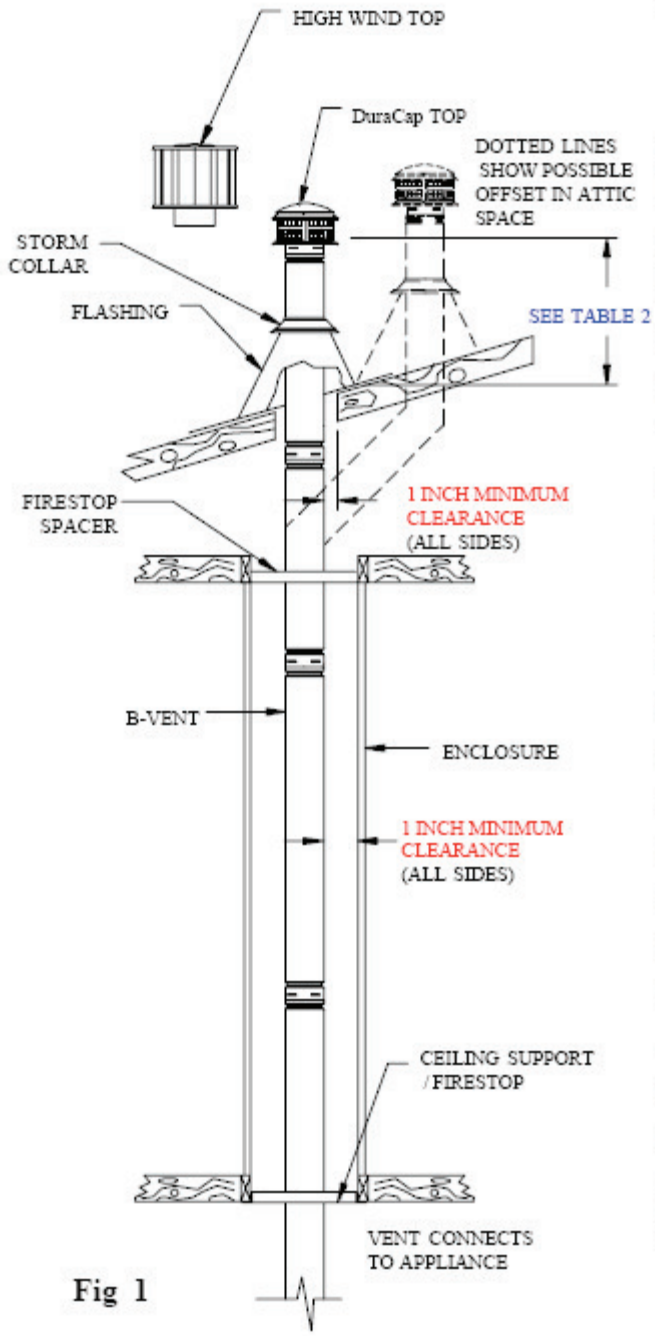
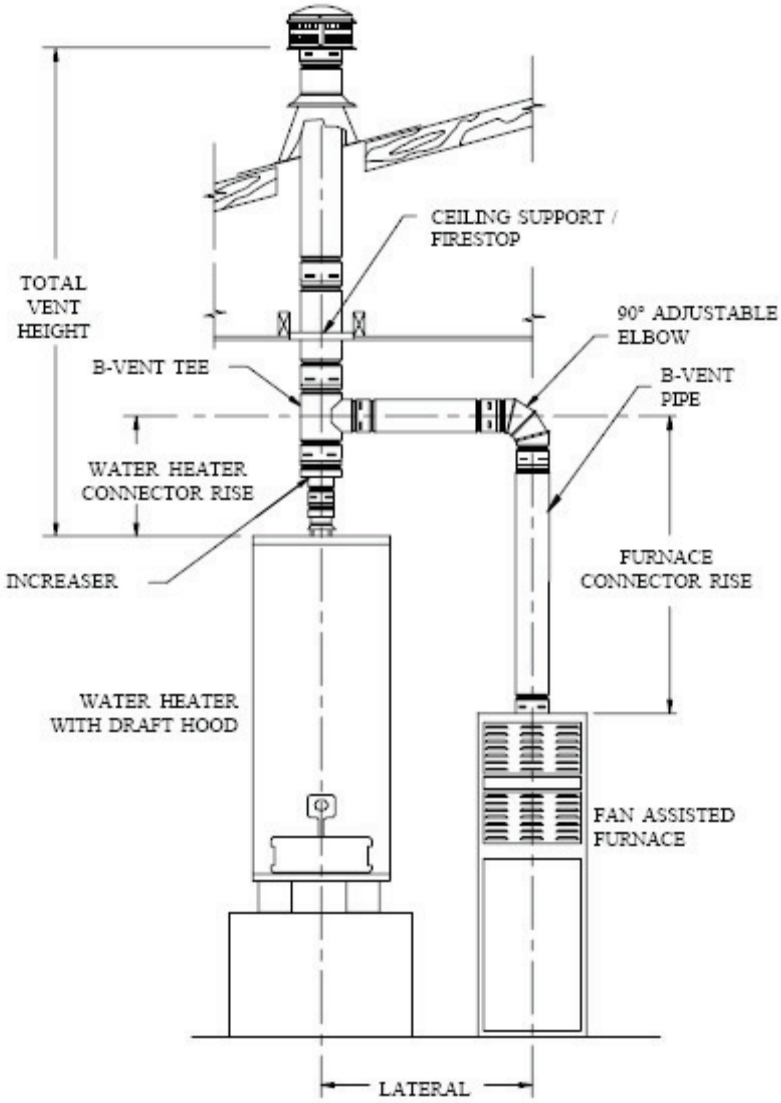
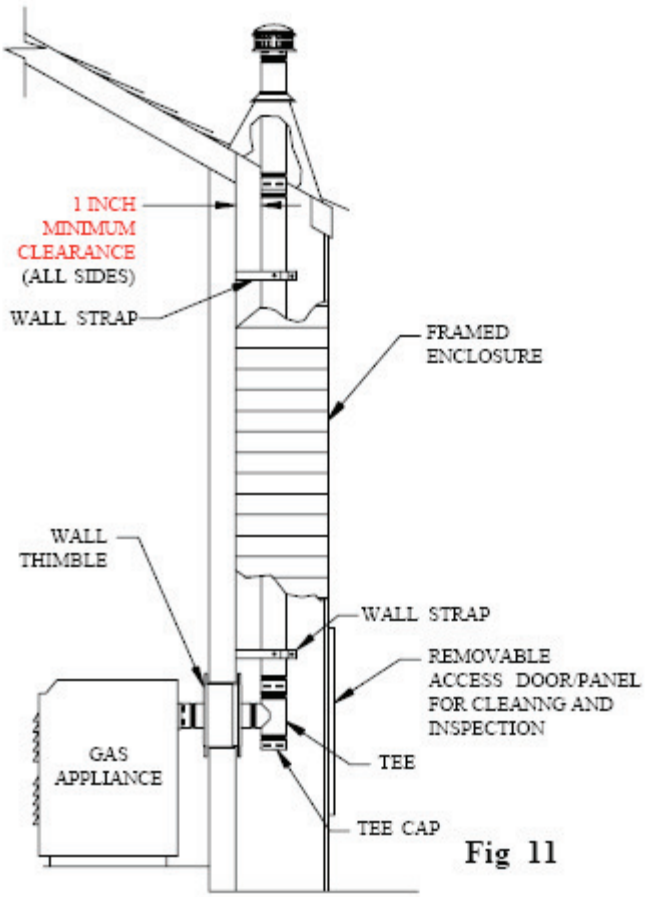

Fig 1
Fig 2
Fig 11
3. Figures 1, 2, & 3 show examples of some **typical residential installations**.
8. **Tees and Wyes. Tees** and **Wyes** are used to combine connectors from 2 or more appliances into a common vent as shown in Figures 2 and 3. A **Tee** should be used in a through-the-wall application, (Figure 11), as they have a removable **Tee Cap** (available as a separate item) attached to the bottom. This **Tee Cap** may be removed in order to inspect the system, or to clean out debris or collected condensate from the common vent. **Wall Straps** should be used to support the vertical pipe as needed to provide a secure installation. **Wall Straps** every four feet are recommended.
9. **Enclosures.** Any portion of the vent which passes through an occupied area must be enclosed, to prevent accidental damage to the system, as well as burns. Figure 1 (page 2) shows a system which passes through an occupied second floor. Simpson Dura-Vent does not recommend installation of B-Vent Pipe on the outside wall of a building, particularly in cold climates. If it is necessary to do this, enclose the outside portion of the system in a chase, as shown in Figure 11. It would be wise to consult the Local Authority prior to construction. Note that the enclosure requires an access door for inspection and maintenance purposes.